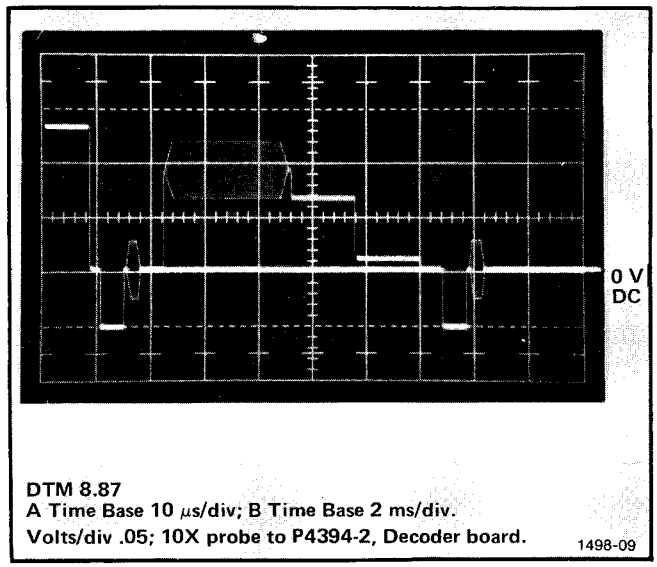

Fig. 5-5. VIR Signal as seen at P4394-2.
b. Position the leading edge of the VIR signal horizontal sync pulse to a convenient reference point on the test oscilloscope graticule. (See Fig. 5-5).